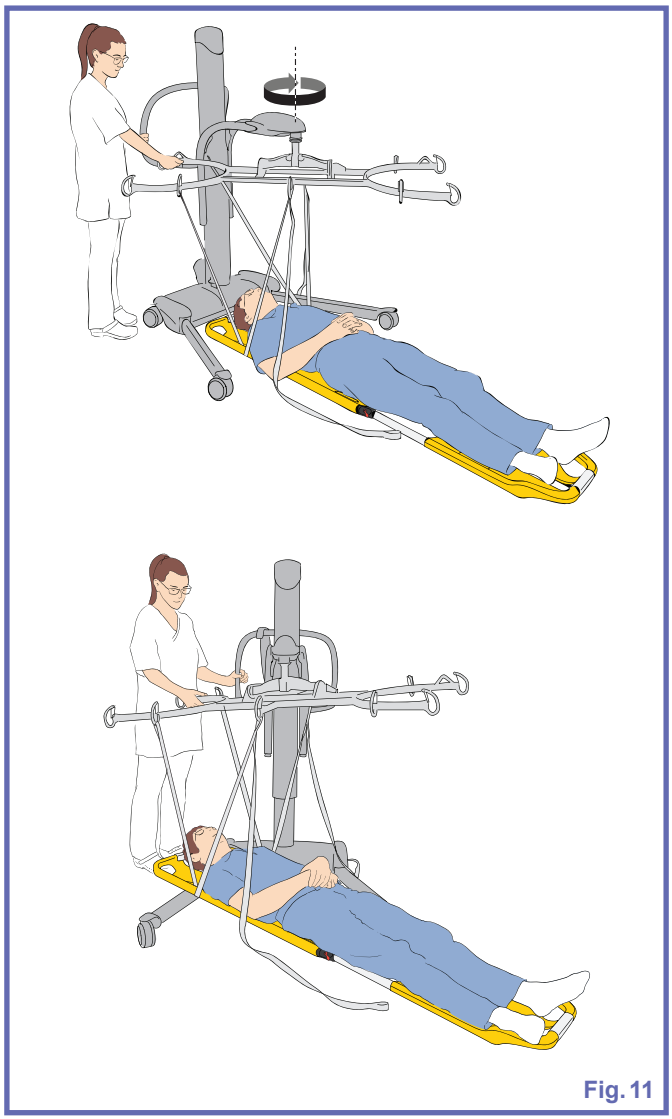

Fig. 11
7) Beweeg, zonder de Ferno Scoop EXL Stretcher op de vloer te draaien, één poot van de Maxi Move tot onder het hoofdgedeelte van de Ferno Scoop EXL Stretcher. Dat doet u door het stretcherframe op zijn plaats te houden terwijl u de Maxi Move draait om de mast weg te bewegen van het stretcherframe, tot het hoofdeinde van de Ferno Scoop EXL Stretcher zich boven één poot van de Maxi Move bevindt, zoals aangegeven in Fig. 11.